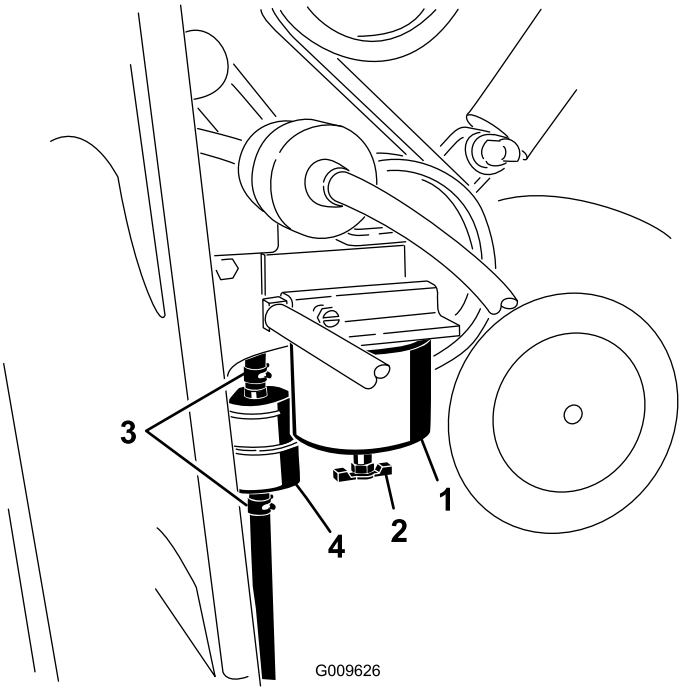

Rysunek 37
1. Zlokalizuj filtr paliwa po prawej stronie silnika (Rysunek 37) i umieść czysty pojemnik pod filtrem paliwa.
1. Zlokalizuj filtry paliwa po prawej stronie silnika (Rysunek 37) i umieść pod nimi czysty pojemnik.
2. Wyczyść obszar wokół uchwytów wkładu filtra (Rysunek 37).
3. Wyjmij wkład filtra i oczyść jego powierzchnię montażową (Rysunek 37).
5. Przykręcaj ręcznie wkład filtra, aż uszczelka zetknie się z powierzchnią montażową, a następnie obróć o dodatkowe pół obrotu (Rysunek 37).
6. Zlokalizuj przelotowy filtr paliwa za wkładem filtra paliwa (Rysunek 37) i zwróć uwagę na kierunek przepływu wskazywany przez strzałkę z boku filtra przelotowego.
7. Rozłącz obejmy po obu końcach filtra przelotowego i zsuń z niego przewody (Rysunek 37). Wyrzuć filtr.
8. Naciągnij przewody na króćce nowego filtra (Rysunek 37), upewniając się, że strzałka na filtrze jest skierowana w tym samym kierunku co na starym filtrze.